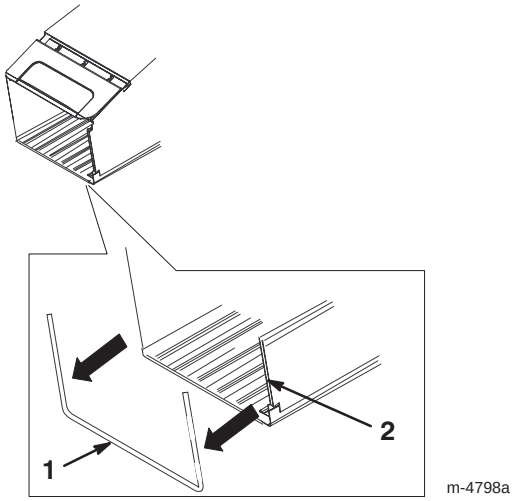

Figur 5
1. Fest de to sidekanalene på gressposen til gressposerammen som vist i figur 5.